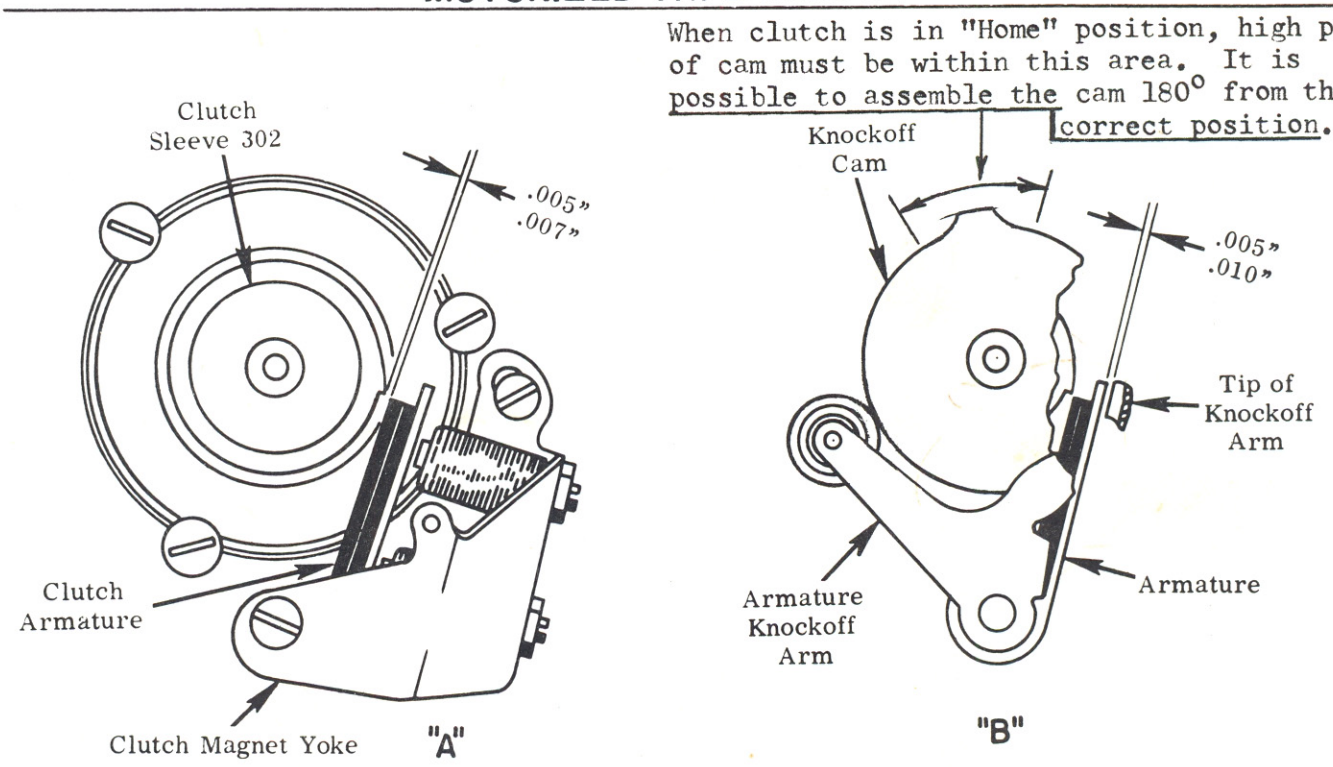

Figure 15 Clutch Magnet Yoke Adjustment
2. Position the clutch magnet yoke on the casting so that the tip of the armature when in attracted position clears the high point of the clutch sleeve by .005" to .007". When the armature knock-off roller is on the ~~high~~ low dwell of the cam, there should be .005" to .010" gap between the armature and the knock-off. (See Figure 15)